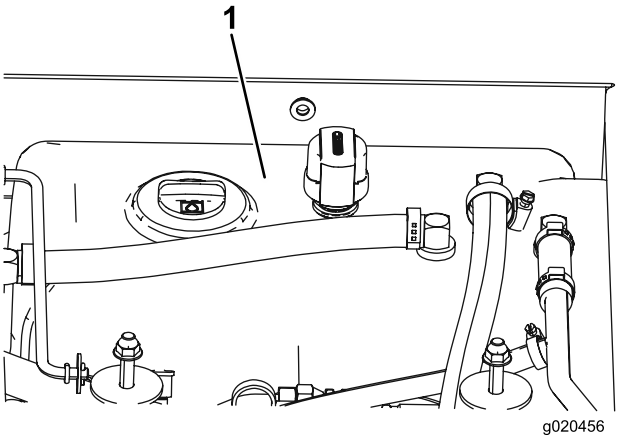

Figur 76
4. Fyll tanken (Figur 76) med hydraulvätska. Se Kontrollera hydraulvätskan (sida 55).